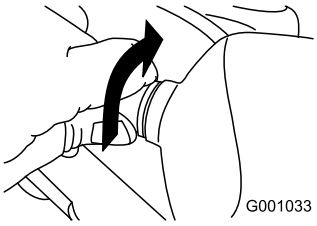

Figur 55
2. Drej pærens sokkel mod uret, indtil den ikke kan drejes mere (Figur 55).